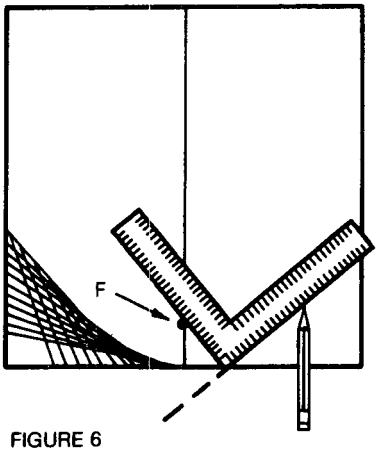

FIGURE 6
The parabola will be drawn by making a great number of tangents to the curve (Figure 6). There are two rules for drawing a parabolic tangent: (1) Keep one side of the carpenter's square firmly against the small nail at point F; (2) Keep the apex of the carpenter's square flush with the back edge at all times.